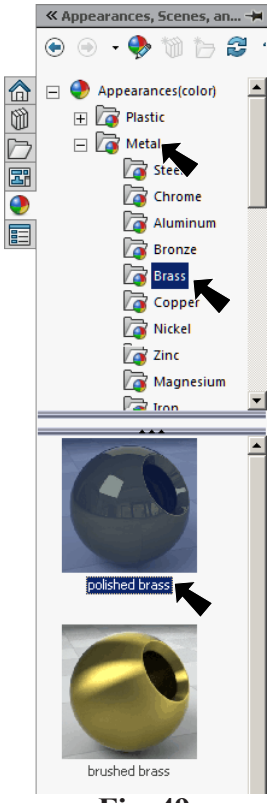

Fig. 49
Step 5. Back over at the Task pane, click the Appearances Task tab , expand **Metal**, click **Brass** and in the lower pane select **polished brass**, **Fig. 49**.